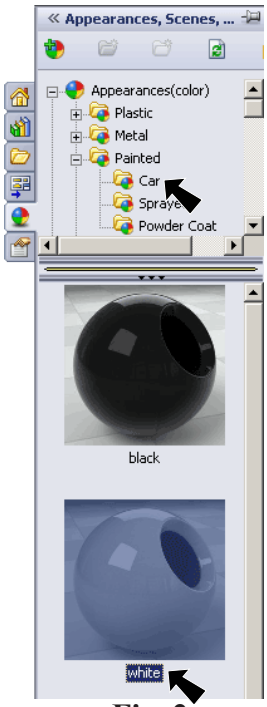

Fig. 2
Step 2. In the Appearances Task pane, expand **Painted**, click **Car** and in the lower pane select **white**, **Fig. 2**.